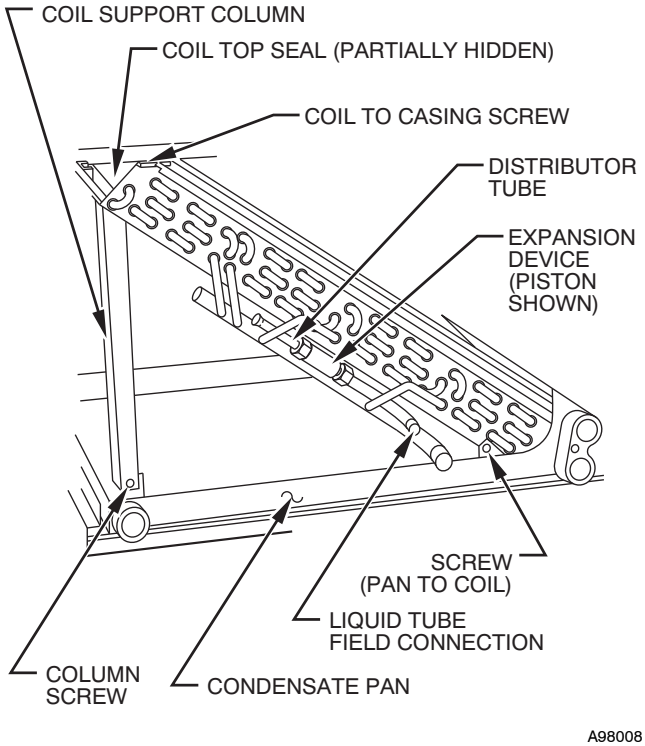

Fig. 24 - Slope Coil Component Location (Prior to 1996)
8. Place assembly on a flat surface. On units manufactured prior to 1996, remove two screws securing coil support columns to pan. (See Fig. 24.)
10. Remove two screws securing coil to condensate pan. (See Fig. 24 and 25.)